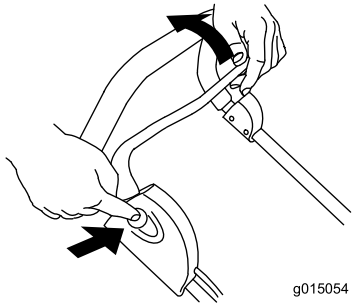

**Bild 10**
4. Ziehen Sie den Schaltbügel bei gedrückter Taste zum Bügel (Bild 10).